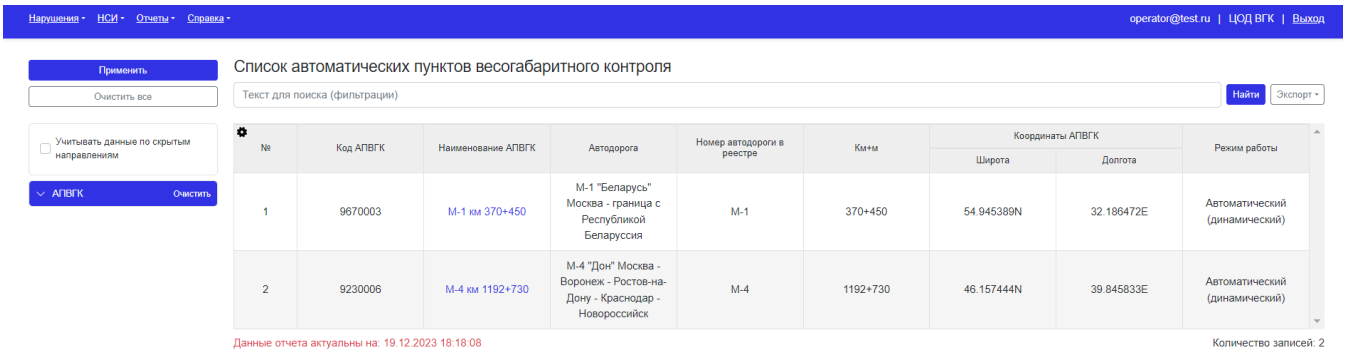

Рисунок 279 - Справочник АПВГК
3. Система откроет перечень АПВГК (Рисунок 279);